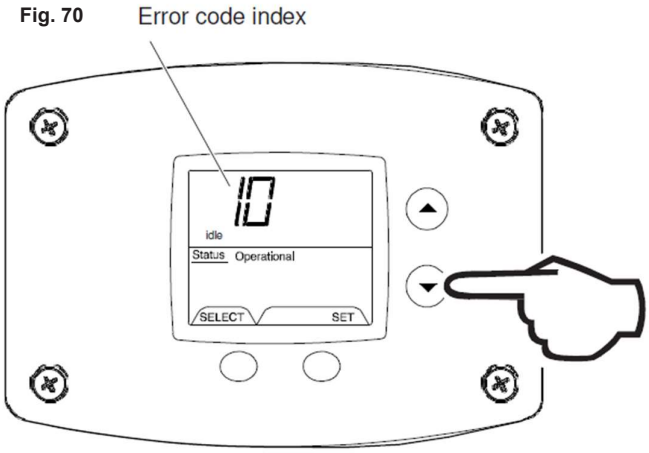

Fig. 71
2. Press the "Temperature Down" button to select the error code index, starting with the most recent error code '10' (Fig. 71).